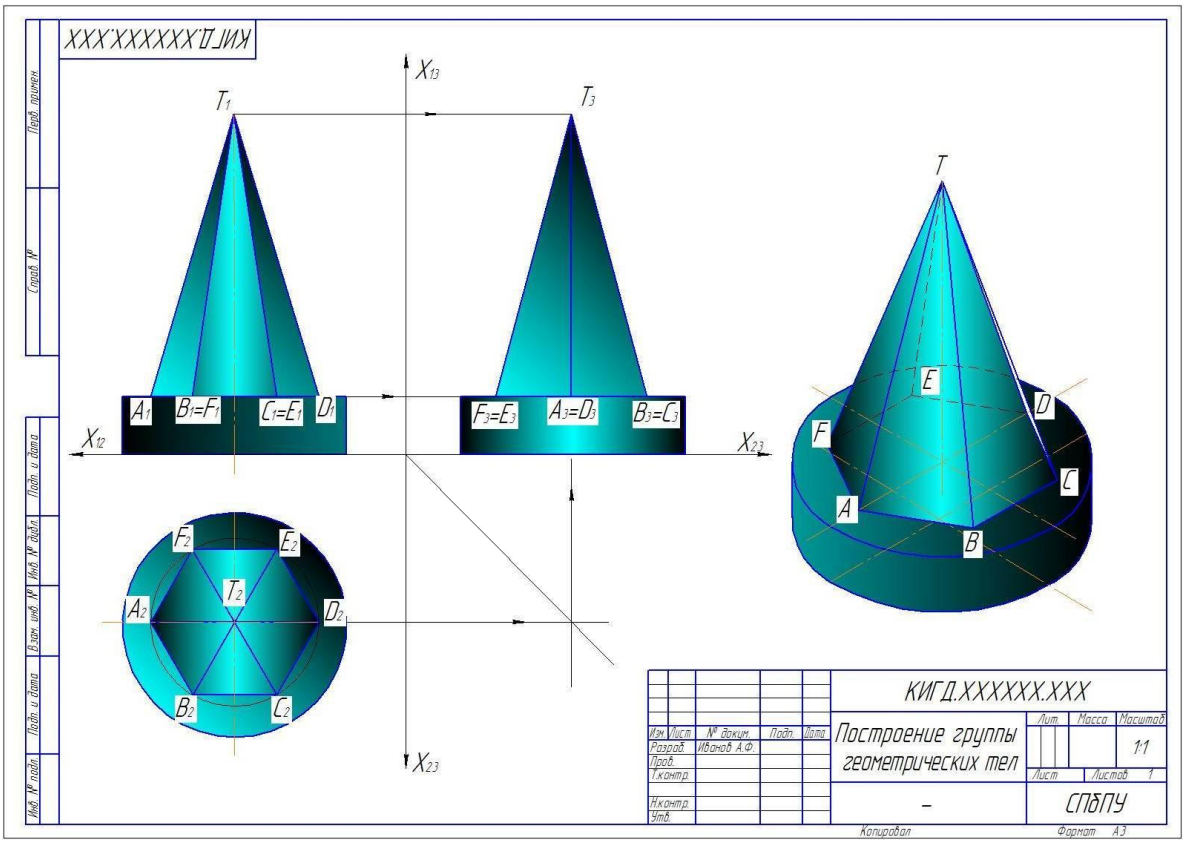

Рис. 3.5 Группа тел в холодных тонах
- Геометрическую композицию в холодных тонах, используя синий, голубой, фиолетовый, сине-чёрный, тёмно-синих, тёмно-фиолетовых, тёмно-зелёных или зеленый цвета рис.3.5.